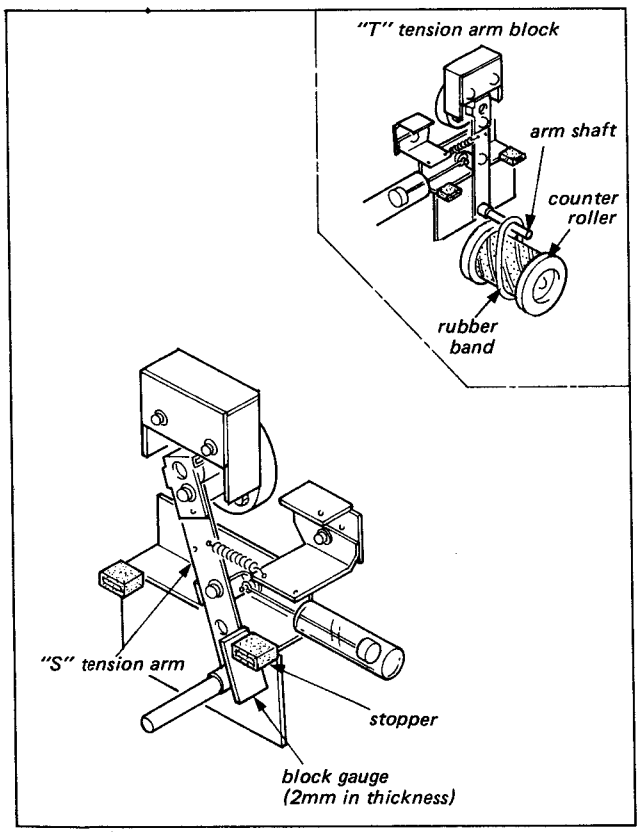

Fig. 7-5. "S" side tape slack detection position adj.
1. Insert the block gauge of 2 mm in thickness between "S" Tension Arm and Stopper as shown in Fig. 7-5. Put a rubber band on the Arm Shaft of "T" Tension Arm and the Counter Roller.